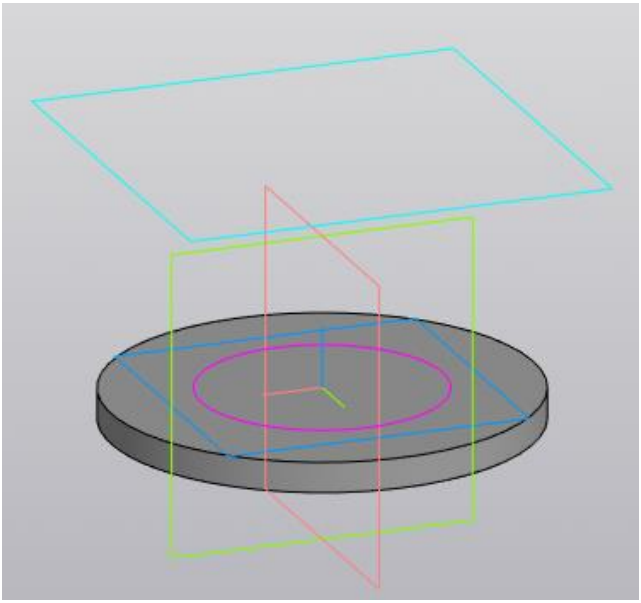

Рис. 8.17
9) Нажмите на ***Создать объект***. В ***Дереве*** появится ветвь ***Смещенная плоскость:1***. В окне построения появится еще одна плоскость, параллельная плоскости ***XY*** голубого цвета (рис. 8.17).